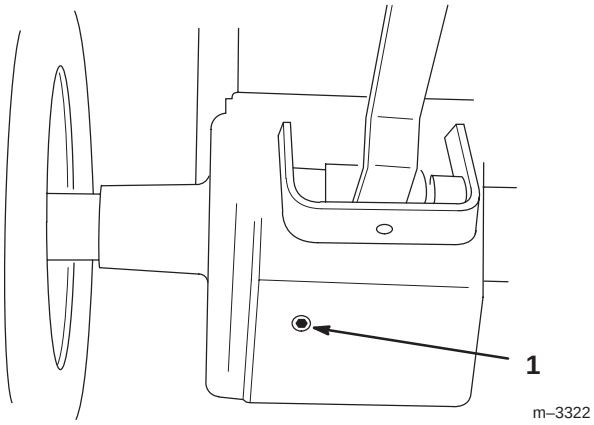

Bild 46
3. Stellen Sie ein Auffanggefäß unter die Verschlussschraube in der Antriebsachse. Öffnen Sie den Verschluss durch Entfernen der Verschlussschraube (Bild 46).